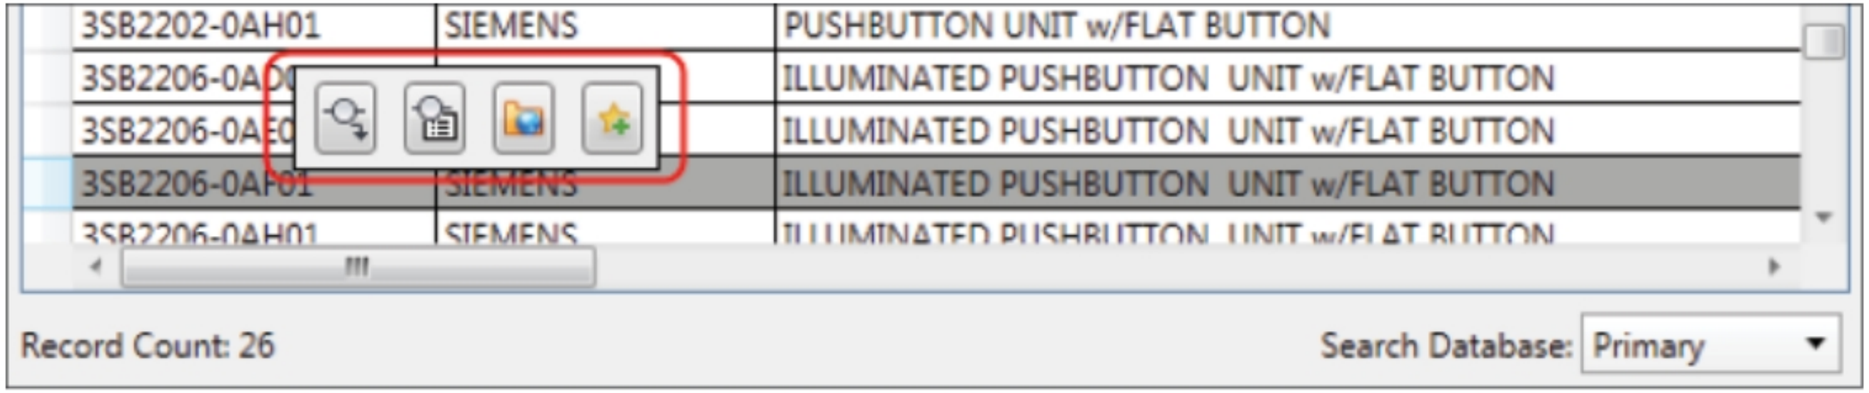

Figure-26. Toolbar in Catalog Browser
- Click on the component that you want to include in your drawing, a small toolbar will be displayed; refer to Figure-26.